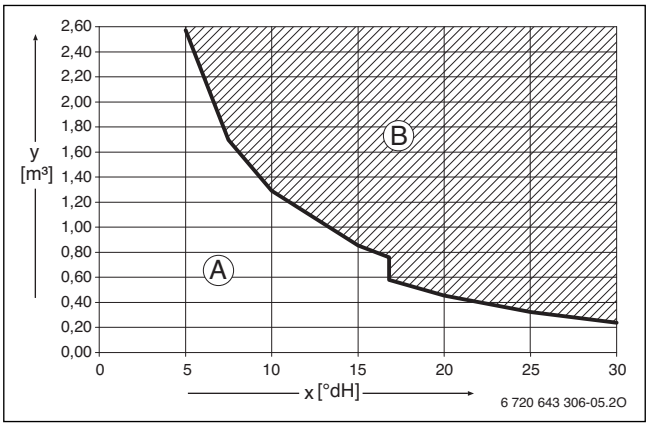

Рис. 11 Требования к воде для заполнения и подпитки, котлы < 50 кВт
- Заполняйте систему только чистой водопроводной водой (учитывайте диаграмму на рис. 11).
Диаграмма на рис. 11 предназначена для проверки допустимого количества воды для заполнения в зависимости от ее качества.
- Если фактически необходимое количество воды для заполнения системы больше, чем количество воды за срок службы (→ рис. 11), то требуется водоподготовка. При этом применяйте разрешённые фирмой Buderus химикаты, средства для водоподготовки и др.